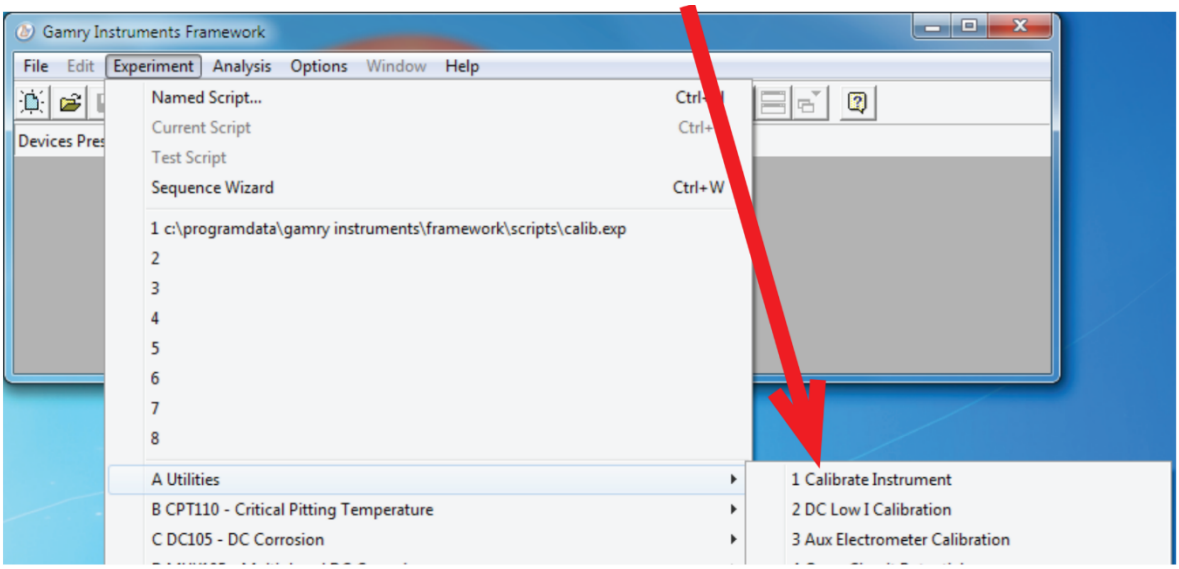

Figure 3. Snapshot of Gamry Framework
2.7.6 Open the Gamry Framework software and select Experiment → Utilities → Calibrate Instrument (Figure 3).